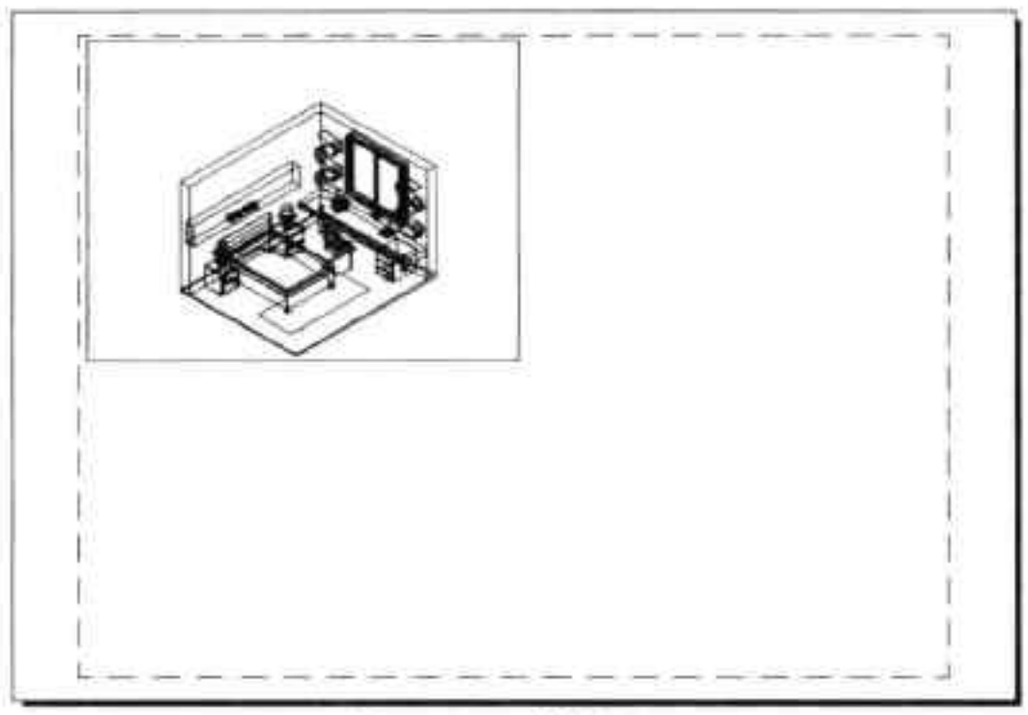

图10-34 创建视口
Step 04 视口范围框选完成后，放开鼠标左键，即可完成视口的创建。此时，在该视口中会显示当前图形，如图 10-34 所示。